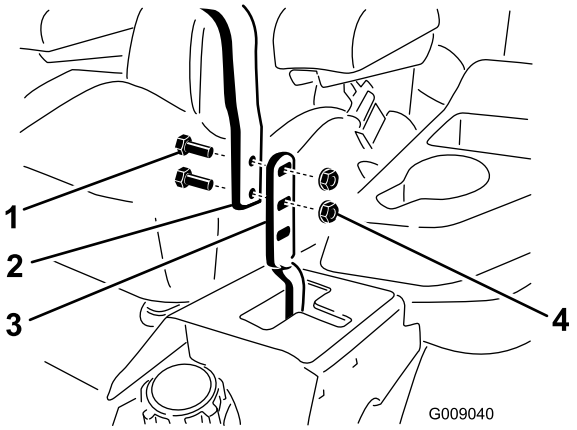

Figuur 74
3. Draai de bouten en flensmoeren van de hendels los (Figuur 74).